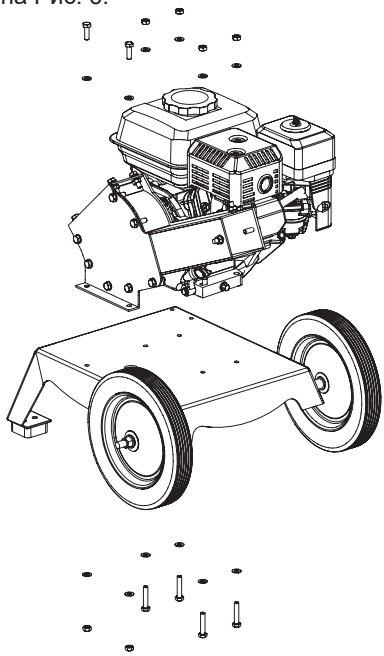

Рис. 6 Схема установки двигателя
3. Установите двигатель на раму. Совместите отверстия в раме, картере двигателя и корпусе барабана с ножами, вставьте в отверстия болты, установите шайбы и закрутите гайки. Схема установки двигателя показана на Рис. 6.